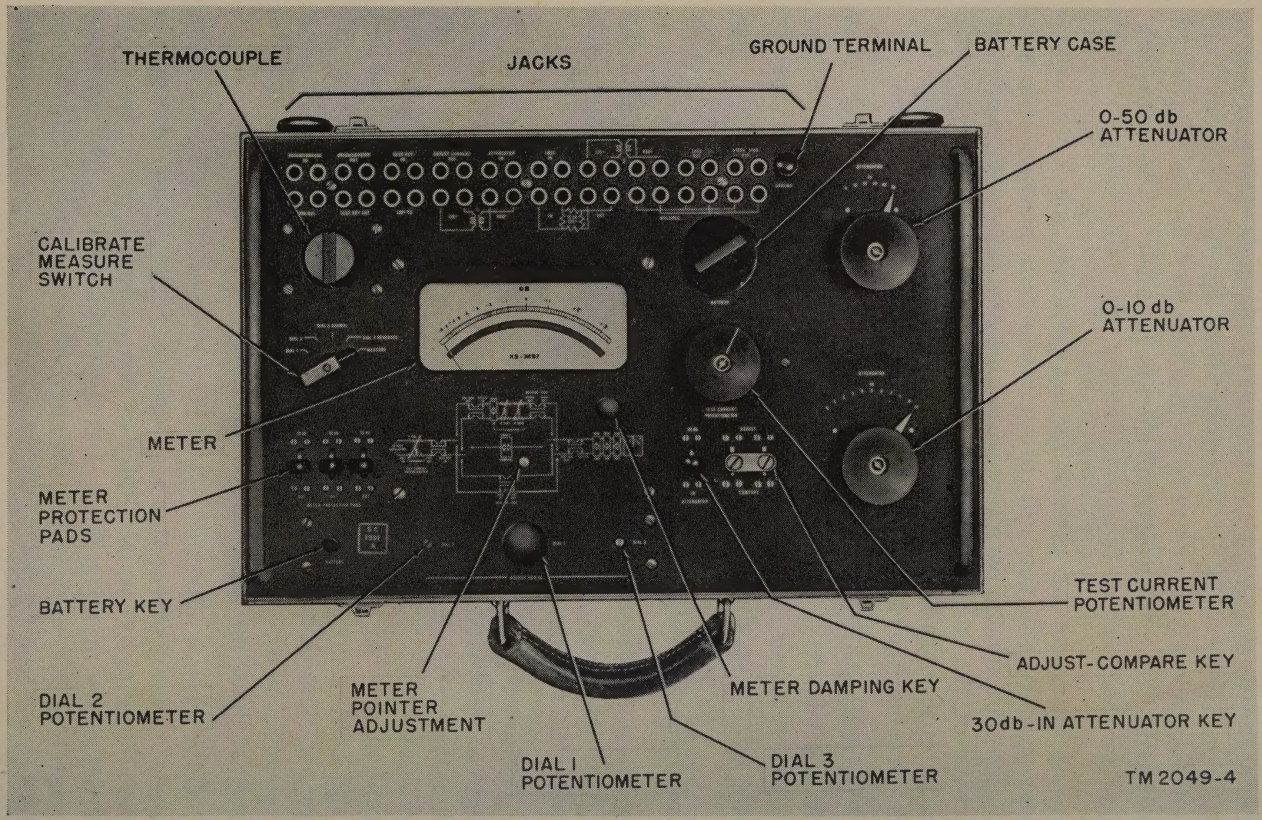

Figure 3. Transmission Measuring Set TS-569/FT, control panel.
c. All controls, jacks, keys, etc., are mounted on the top panel of the set (fig. 3) which is exposed by removing the cover of the case. Designations for all controls and a circuit schematic for the set are etched on the control panel.
a. Current Measuring Circuit. This circuit consists of a meter, a thermocouple with its associated calibration circuit, various potentiometers, and 3 meter protection pads of 10 db (decibels) each. The functions performed by this circuit are current measuring and calibration. These operations are selected by the calibrate-measure switch on the control panel (fig. 3) of the set. The calibration circuit provides a means for adjusting the sensitivity of the thermocouple and meter which are the current measuring elements of the set.
b. Comparison Circuit. This circuit consists of a potentiometer, a variable attenuator, and various jacks at different points in the circuit to afford flexibility of connection in performing the different types of tests. This circuit provides two paths between the source of test current and the current measuring circuit. These paths are selected by the ADJUST-COMPARE key on the control panel (fig. 3) of the set. When the key is in the normal position, the circuit is open; when the key is in the COMPARE position, a path is provided from the source of test current to the current measuring circuit; when the key is in the ADJUST position, a
a. The table below lists the controls on the transmission measuring set and gives the location on the control panel (fig. 3) and the function of each control. See paragraph 52 for additional information concerning the function of the controls.